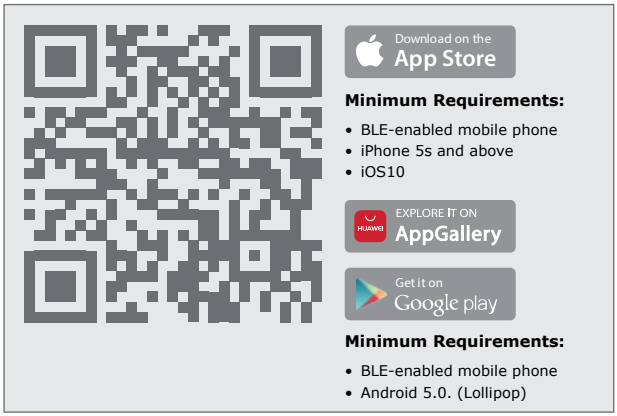

**FIGURE 85**
1. Scan the QR Code in Figure 85.